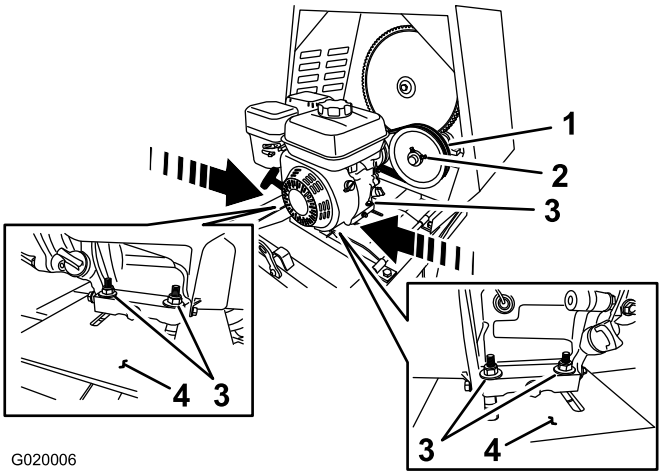

Figure 70
B. Loosen the nuts and bolts that secure the engine to the engine deck (Figure 70).
- **Increase the air gap**—move the engine **away** from the idler pulley (Figure 70).
- **Decrease the air gap**—move the engine **toward** the idler pulley (Figure 70).